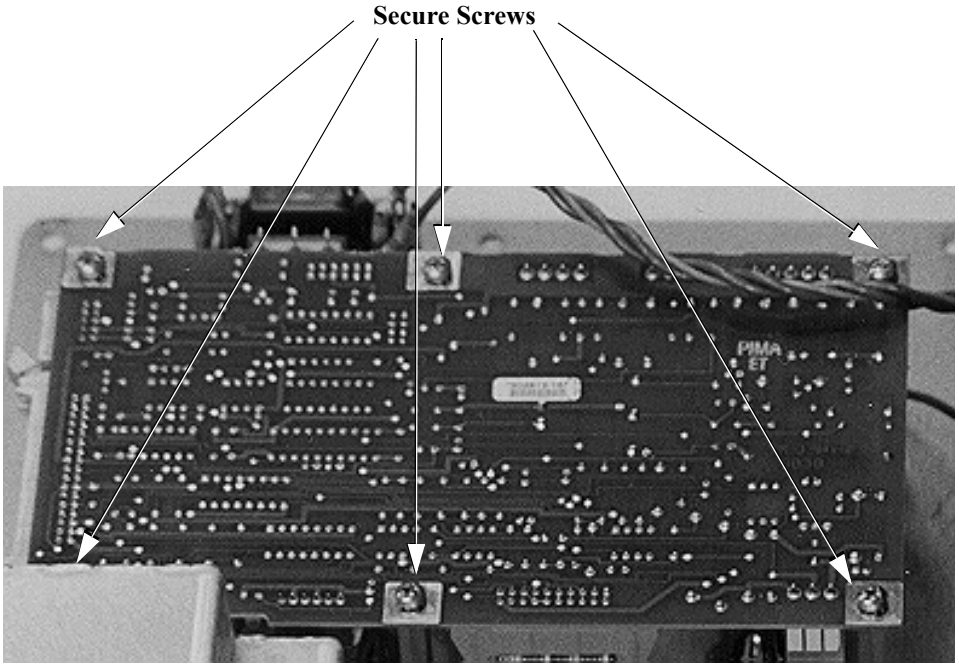

Figure 4.43 I/O Protection Board, Screw Locations
2. Remove six screws (Figure 4.43) that attach the I/O Protection Board to the Front Panel Assembly using a Phillips-head screwdriver. Note that one of the screws also secures a black and white grounding wire.